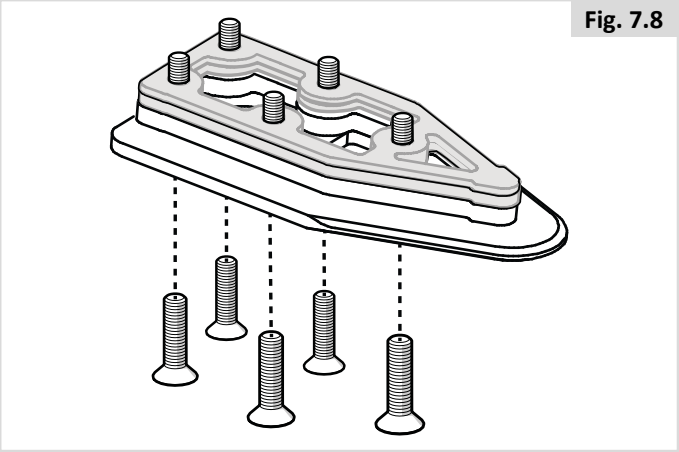

Fig. 7.8
3. Stecken Sie die fünf Schrauben durch die Sicherungsplatte, das vorgeschriebene 8 mm Distanzstück und die ausgewählten optionalen Distanzstücke (in der Abbildung grau dargestellt) (Fig. 7.8).